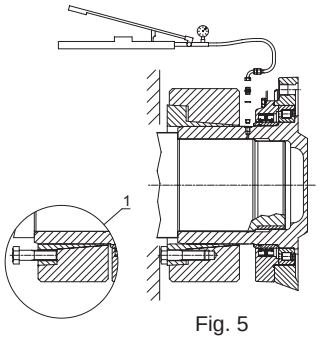

Fig. 5
2) Caso os anéis não se separem espontaneamente depois do afrouxamento dos parafusos, transferir alguns nos furos de extração do anel interno (Fig. 5 detalhe 1) e, aparafusando-os, separar este último do anel externo.
3) Deslizar a junta axialmente como mostrado na Fig. 5 para permitir a utilização do furo G 1/8", que permite a entrada de óleo sob pressão (máx. 1000 bar) para facilitar a desmontagem do redutor do eixo da máquina. Se com esse método o redutor não se liberar, desde que o acoplamento do eixo não assegure a manutenção da pressão, será possível agir, se o espaço o permitir, no modo representado na fig. 6, utilizando empurradores hidráulicos, fazendo reação nos 2 pinos a 180° que se encontram na tampa porta-retentores, prestando atenção para não superar as seguintes cargas axiais.